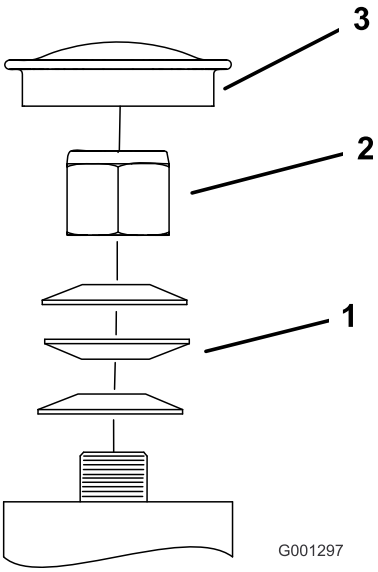

Figur 59
3. Fjern støvhætten fra styrehjulet, og spænd låsemøtrikken (Figur 59).
4. Spænd låsemøtrikken, indtil fjederskiverne er flade, og skru derefter 1/4 omgang ud for at indstille forspændingen på lejerne korrekt (Figur 59).
Vigtigt: **Sørg for, at fjederskiverne monteres korrekt som vist i Figur 59.**
5. Monter støvdækslet (Figur 59).